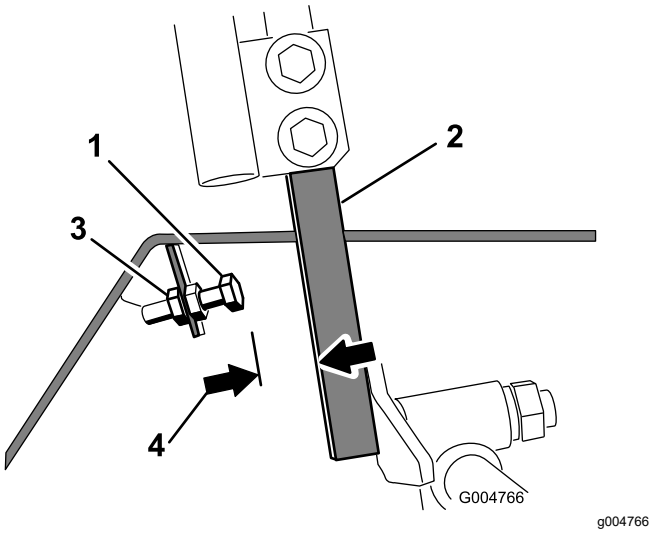

**Figuur 92**
4. Draai de contramoer op de aanslagbout voor een rijhendel los (Figuur 92).